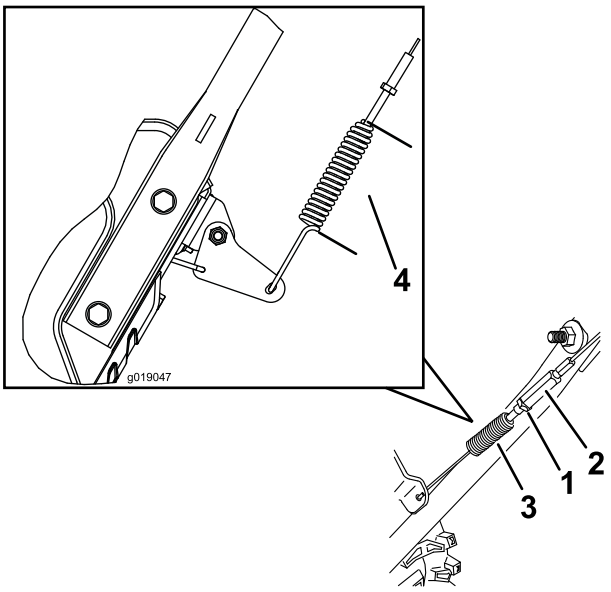

Figur 40
3. Lossa eller dra åt spännmuttern för att justera fjäderlängden till 7 cm (Figur 40).
4. Dra åt kontramuttern (Figur 40) och se till att kabeln är något spänd.